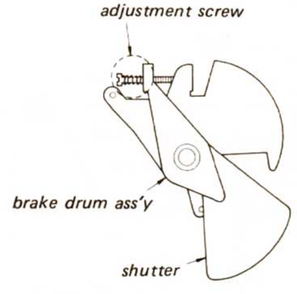

Fig. 3-6
2. Move the tonearm into the turntable center by hand so that the shutter keeps apart from the CdS and lamp holders (See Fig. 3-6).